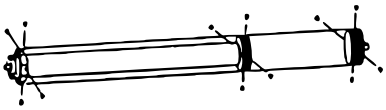

Abb. 2
- Der Passabstand zwischen der Außenkante des Antriebsadapters und dem Innendurchmesser der Welle sollte 1 mm nicht überschreiten (Abb. 2).
- Die Rollladenwelle und die Walzenkapsel sollten gleichmäßig mit vier 5×20 großen selbstschneidenden Senkkopfschrauben in radialer Richtung befestigt werden. Die Schrauben sollten in der Mitte der Kapsel und in der Mitte der Welle in axialer Richtung befestigt werden (Abb. 2, 4).